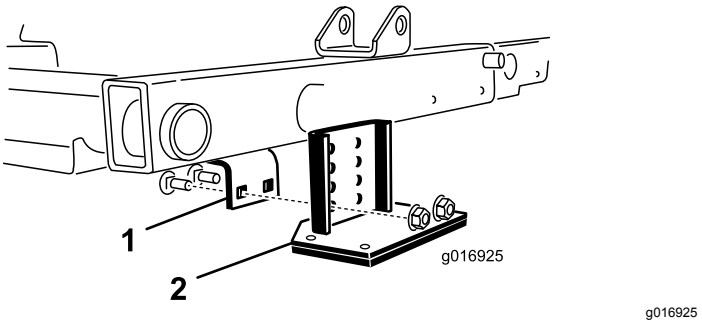

Figur 30
2. Finn fremre brakett over midtre klippeenhet (Figur 30).
3. Mens du trykker fremre valse til midtre klippeenhet ned, bestem hvilke hull på tippebraketten du vil justere med rammebraketthullene for å oppnå samme valsekontakt når tippebraketten er montert (Figur 30).
4. Senk klippeenhetene, og monter tippebraketten til rammen med de to låseboltene og de to mutrene som er inkludert i settet (Figur 30).